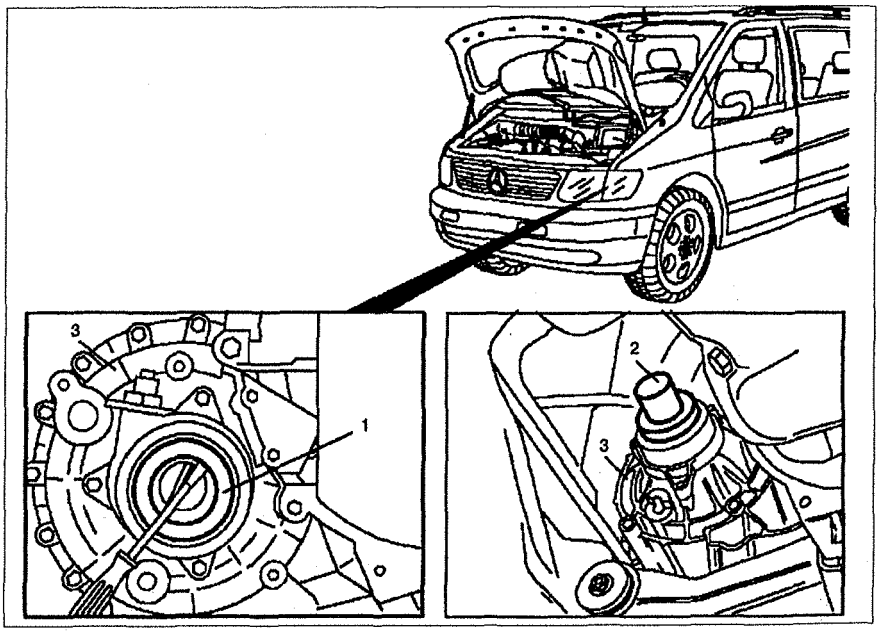

Рис. 6.69. Сальник фланца правой полуоси (на автомобилях с двигателем 104.900):
2. Снимите сальник **1** (см.рис. 6.69).